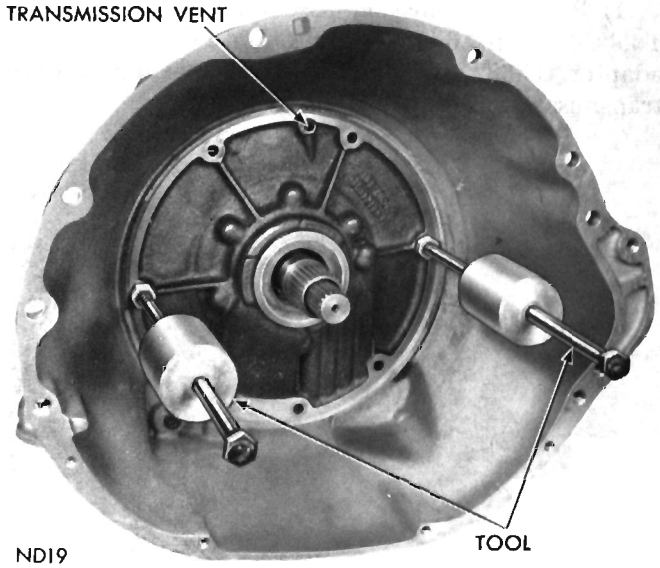

Fig. 47—Removing Pump and Reaction Shaft Support Assembly
(2) Remove oil pump housing retaining bolts.
(3) Attach Tool C-3752 to pump housing flange, (Fig. 47), in threaded holes in the flange.
(4) Bump outward evenly on the two "knocker weights" to withdraw pump and reaction shaft support assembly from the case.